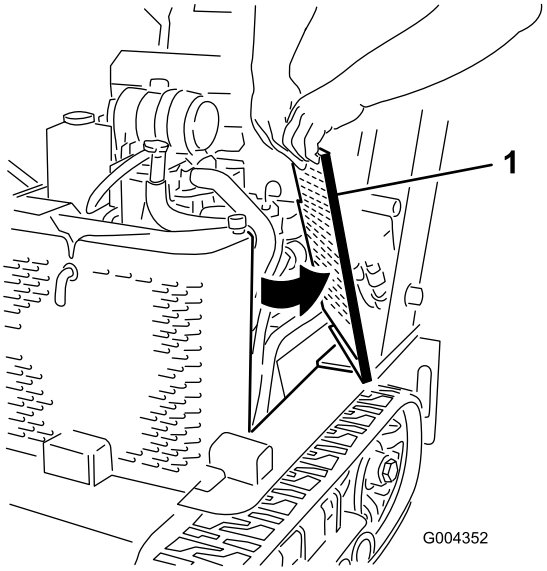

Figur 30
2. Skjut sidoskärmarna (Figur 30) uppåt och ut ur skårorna i frontskärmen och ramen.